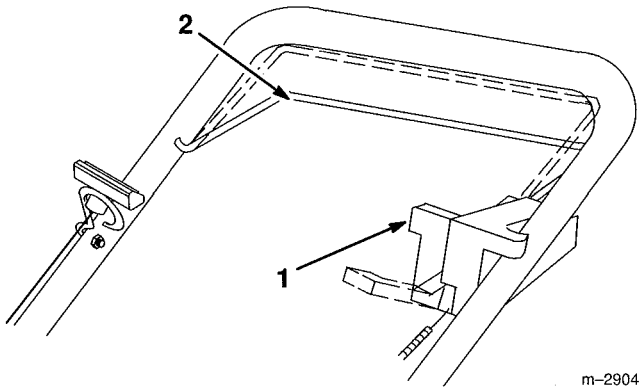

Figure 13
3. Lower control bar halfway and move traction control lever backward (toward operator) (Fig. 13).